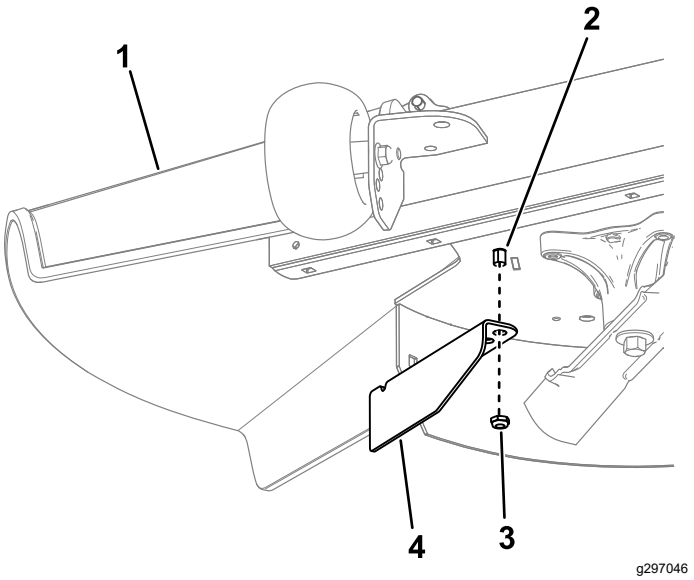

Rysunek 15
10. Odkręć nakrętkę z pręta deflektora trawy pod podwoziem tnącym kosiarki (Rysunek 15).
11. Przy pomocy nakrętki zamocuj przegrodę odcinającą na pręcie deflektora trawy, wykorzystując zewnętrzny otwór w przegrodzie (Rysunek 15).